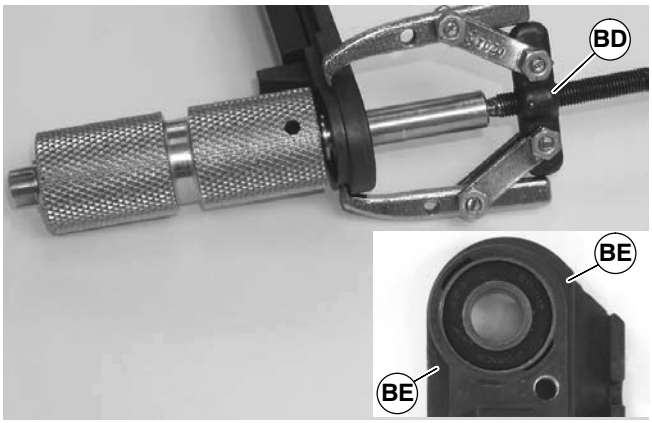

Figure 38
5. With bearing removal tool, (BD of Figure 38), part number 807–1078, remove head plate from drive shaft. Connect tool jaws at indicated points (BE).